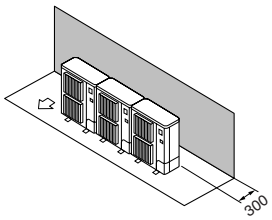

Fig. 3-11
① Obstacles uniquement à l'arrière (Fig. 3-11)